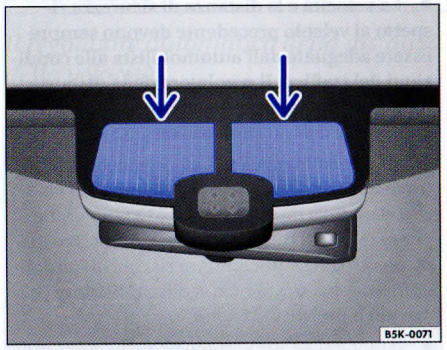
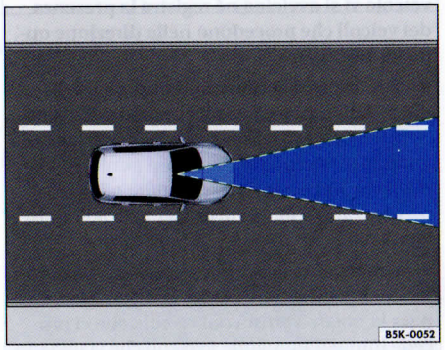

Fig. 49 Campo dei sensori del regolatore automatico della distanza
Fig. 50 Campo di rilevamento del regolatore automatico della distanza
Sopra lo specchietto retrovisore interno si trova un sensore laser ⇒ fig. 49 che serve a captare fino ad una distanza di circa 150 metri gli automezzi che precedono ⇒ fig. 50.
- Se si sostituisce il parabrezza su un veicolo dotato di regolatore automatico della distanza (ACC)⇒ pag. 54, fig. 49, è necessario far tarare in officina il sensore laser.
- Il parabrezza dei veicoli dotati di regolatore automatico della distanza (ACC) ⇒ pag. 54, fig. 49 non va mai sottoposto a riparazioni nella zona davanti al sensore laser. ◀